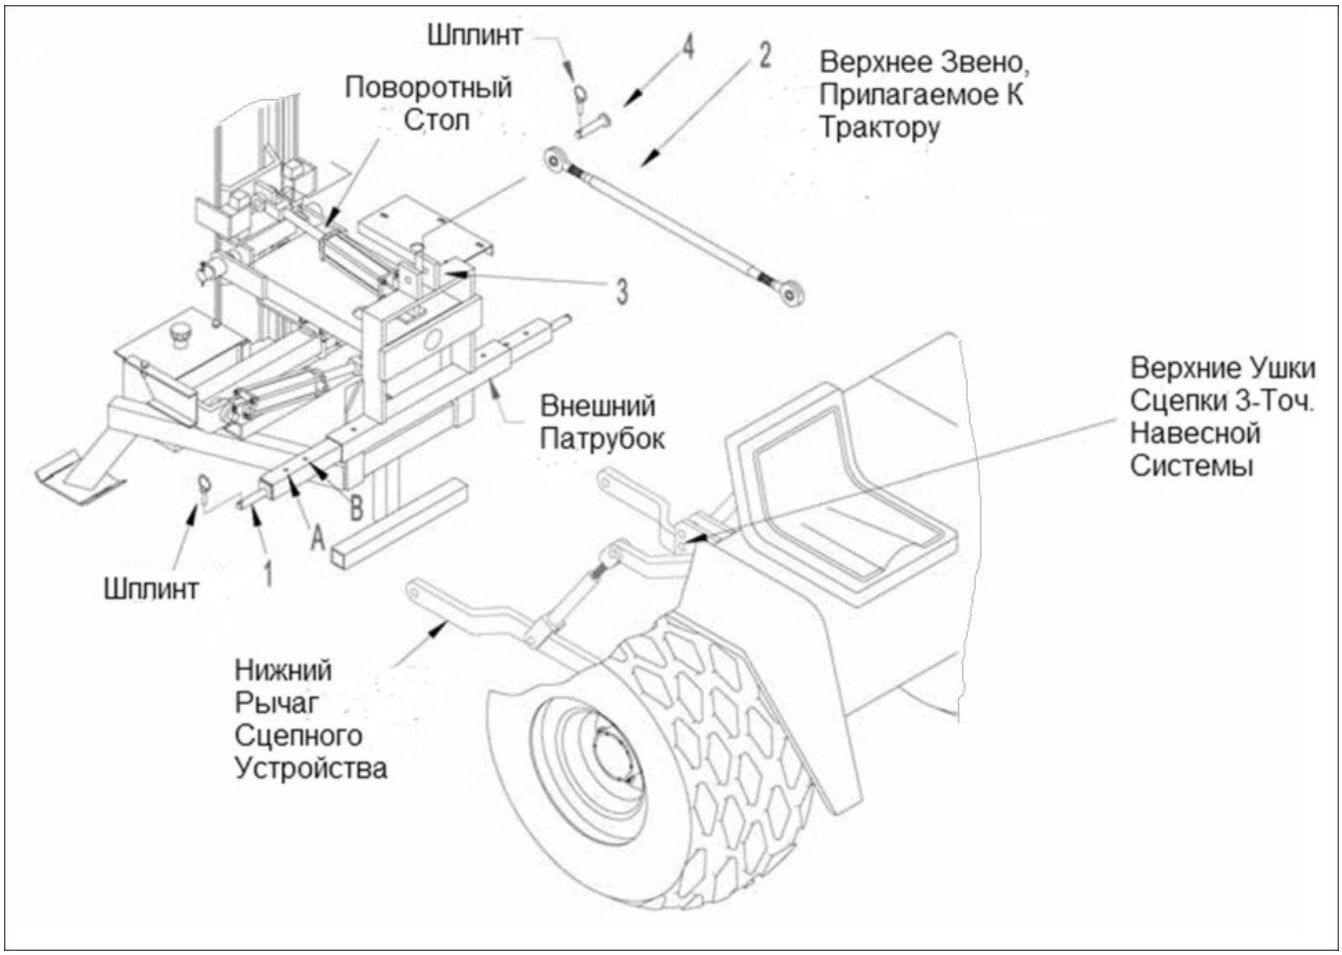

Рисунок 4.4
1) (См. рисунок 4.4)
Будьте предельно осторожны при сокращении верхнего звена, стрелка 2 (см. рисунок 4.4.). Чрезмерный поворот может привести к контакту молота с задней частью энергосредства, когда столобоства поднят со сложенным молотом. Это может привести к серьезным повреждениям энергосредства и травмам оператора.
3) (См рисунок 4.4) Подсоединение верхнего звена